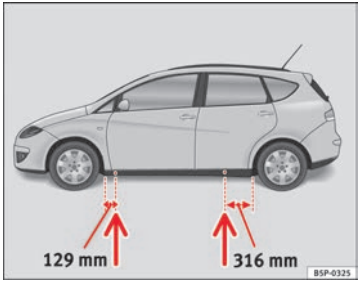

Fig. 180 Jack position points
– Locate the jacking point under the door sill closest to the wheel to be changed ⇒ fig. 180.
Recesses at the front and rear of the door sills mark the jacking points ⇒ fig. 180. A position has been made for each wheel. Do not fit the jack anywhere else.